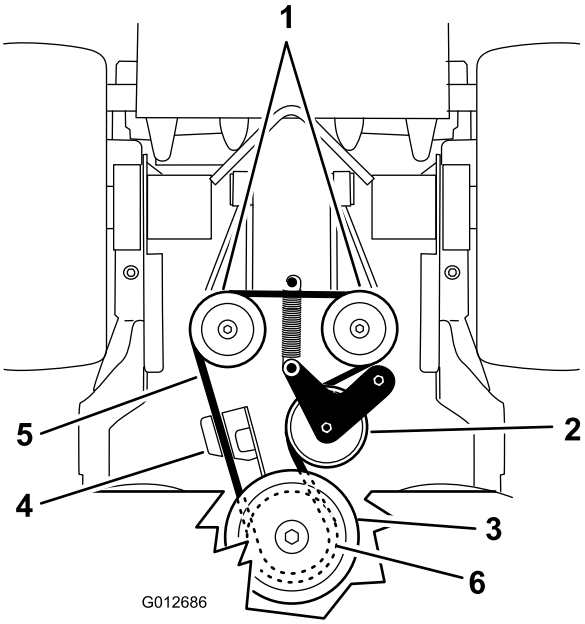

Figur 66
5. Kroka av mellanremskivfjädern från ramen (Figur 66).
7. Montera mellanremskivans fjäder på ramen (Figur 66).